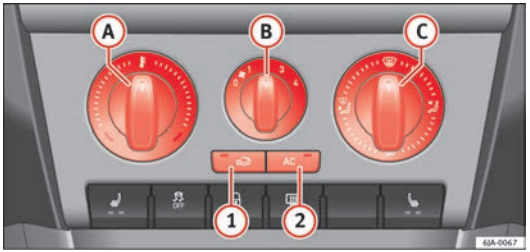

Fig. 99 Air conditioning: controls
The air cooling system only works if the AC button (2) ⇒ Fig. 99 ⇒ page 129 is pressed and under following conditions:
– Turn rotary control (A) ⇒ Fig. 99 clockwise to increase the temperature.
– Turn rotary control (A) anti-clockwise to reduce the temperature.
– Turn rotary control (B) ⇒ Fig. 99 to position 1 to 4 to switch the blower on.
– Turn rotary control (B) to position 0 to switch the blower off.
– Press button (1) ⇒ page 131, Air recirculation to close the fresh air vent.
– Turn rotary control (C) ⇒ Fig. 99 to select the air vents ⇒ page 126 you wish to activate.
– Press the AC button (2) ⇒ Fig. 99 and the lamp in the button will light up.
– Press the AC button (2) again and the LED in the button will switch off.
- Controls (A) ⇒ Fig. 99 ⇒ page 129, (B), (C) and buttons (1) and (2).
– Press button (1) ⇒ Fig. 99 ⇒ page 129 and the lamp in the button will light up.
– Press button (1) ⇒ Fig. 99 ⇒ page 129 again and the lamp in the button will switch off.
If air distribution control (C) ⇒ Fig. 99 ⇒ page 129 is in position, air recirculation mode switches off automatically Press the button to switch air recirculation mode back on in this position.